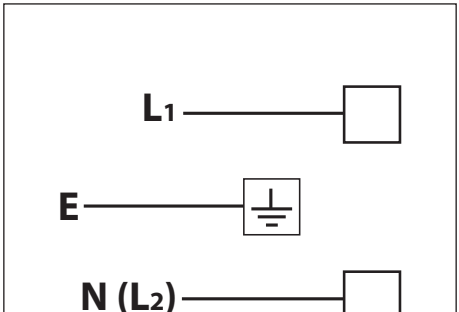

Fig. 3.3
- Il nuovo cavo di alimentazione, di tipo e sezione adeguata, deve essere fissato alla morsettiera secondo lo schema elettrico in fig. 3.3.